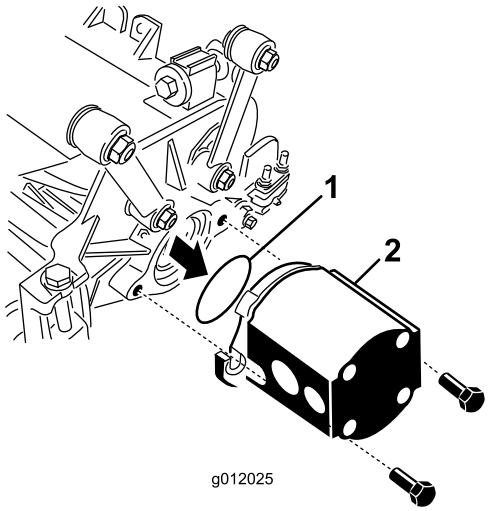

Rysunek 24
5. Na kołnierz silnika hydraulicznego zakładamy o-ring dostarczony z zespołem tnącym (Rysunek 24).
6. Zakładamy silnik na napędzany koniec zespołu tnącego i przykręcamy go dwiema śrubami dostarczonymi z zespołem tnącym (Rysunek 24).